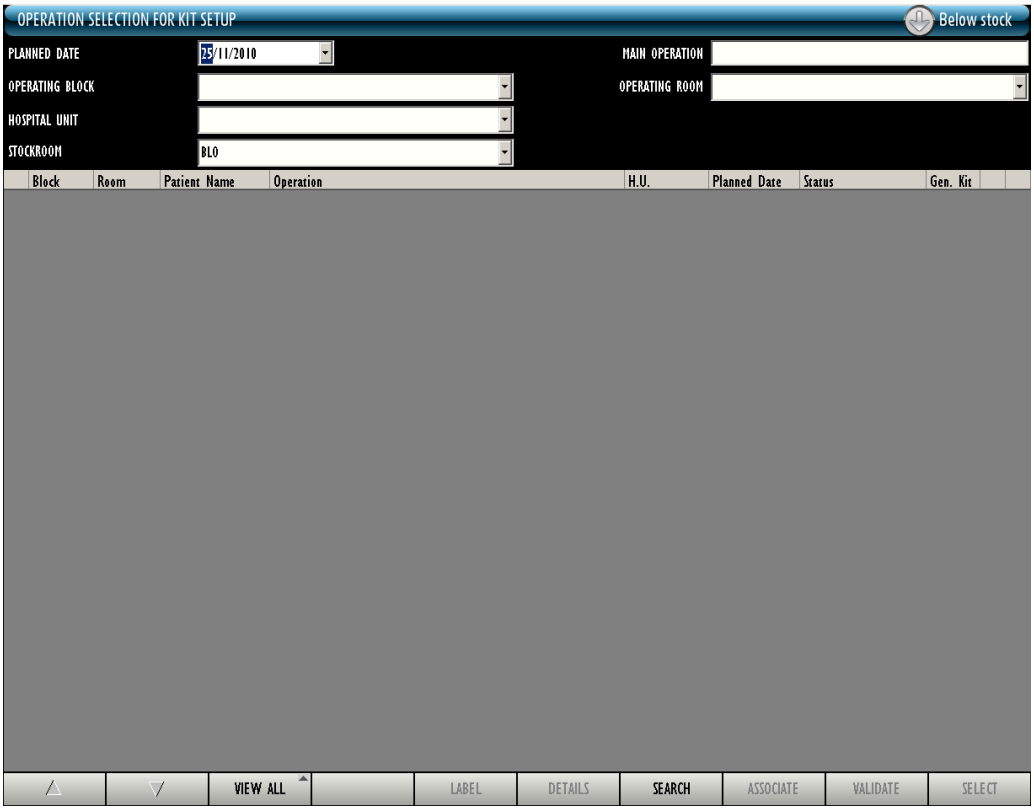

Fig 253
- click the icon on the lateral bar to access the operation selection screen (Fig 253).